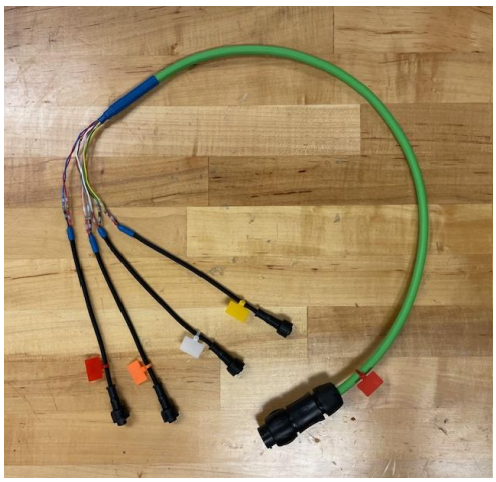

Figure 28 (Final built jumper harness assembly)
33. Once complete with all jumper harnesses, add color Zip Ties flags at the 8-pin connector end per the Table 2 below (ref Figure 28)